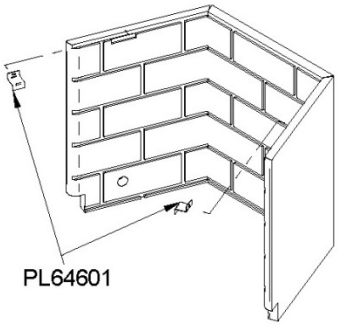

Figure 42.3
3. Dévissez les dispositifs de retenue des panneaux réfractaires (2x: 1 gauche et 1 droite) (PL64601). **Figure 42.3**